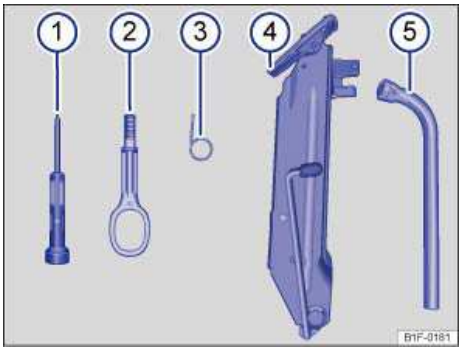

**Fig. 183** Contents of the vehicle tool kit.
**Contents of the vehicle tool kit** ⇒ fig. 183
(1) Screwdriver with a hexagonal socket in the handle for removing or inserting previously loosened wheel bolts. The screwdriver blade is reversible. The screwdriver may be stored under the lug wrench.
(2) Screw-in towing eye.
(3) Hubcap puller clip for removing hubcaps, wheel covers, or wheel bolt caps.
(4) Jack. Before putting the jack back in the foam insert, make sure to completely crank the jack down to its original position. The crank must then be locked against the side of the jack; otherwise, the jack will not fit and cannot be securely stowed.
(5) Lug wrench.